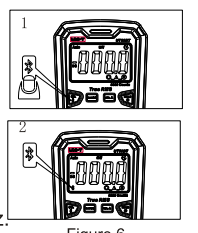

Figure 6
11. Bluetooth Connection Only UT60BT (Figure 6)